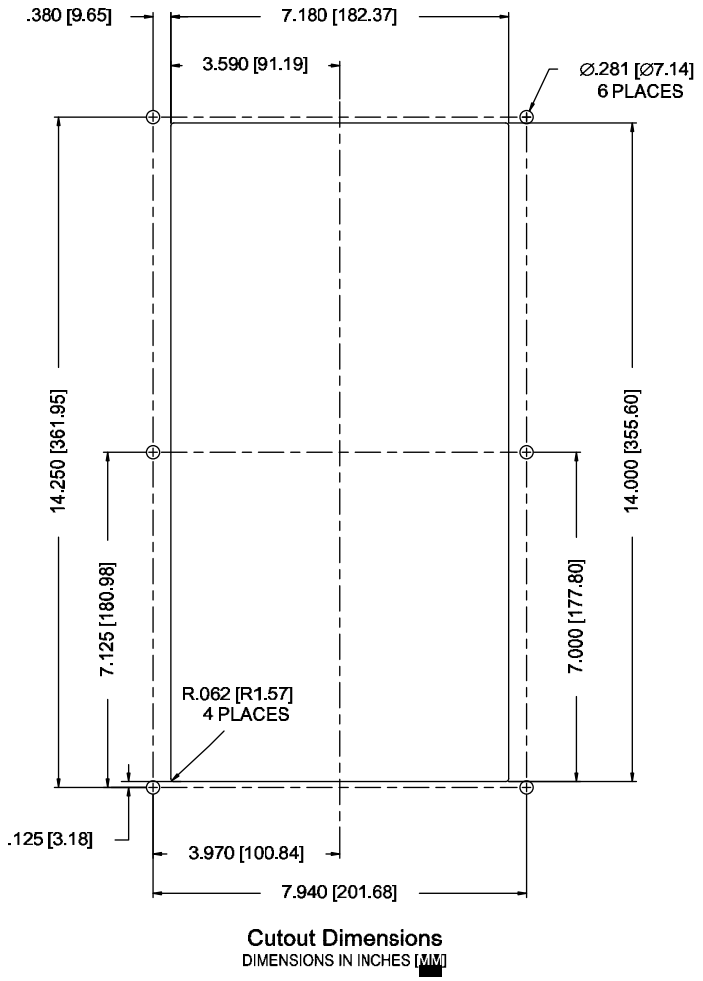

Figure 7, TC Barrier Cabinet Cutout and Drill Dimensions
1. Cut a hole in the transformer cabinet to receive the TC Barrier Cabinet. See Figure 7, TC Barrier Cabinet Cutout and Drill Dimensions, for dimensions.
2. Drill six holes in the transformer cabinet to mount the TC barrier cabinet. See Figure 7, TC - Barrier Cabinet Cutout and Drill Dimensions, for dimensions.